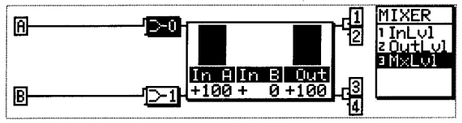

Fig.13
5. Using the cursor key, position the cursor at [⊃— 0] (Mixer 0) and then set "In A" to +100 , "In B" to 0 and "Out" to +100. (See Fig.13. P6)
5．カーソルを[⊃— 0]（ミキサー０）に合わせ，In A を＋100，In Bを０，Out を＋100にする。(Fig.13.P6)